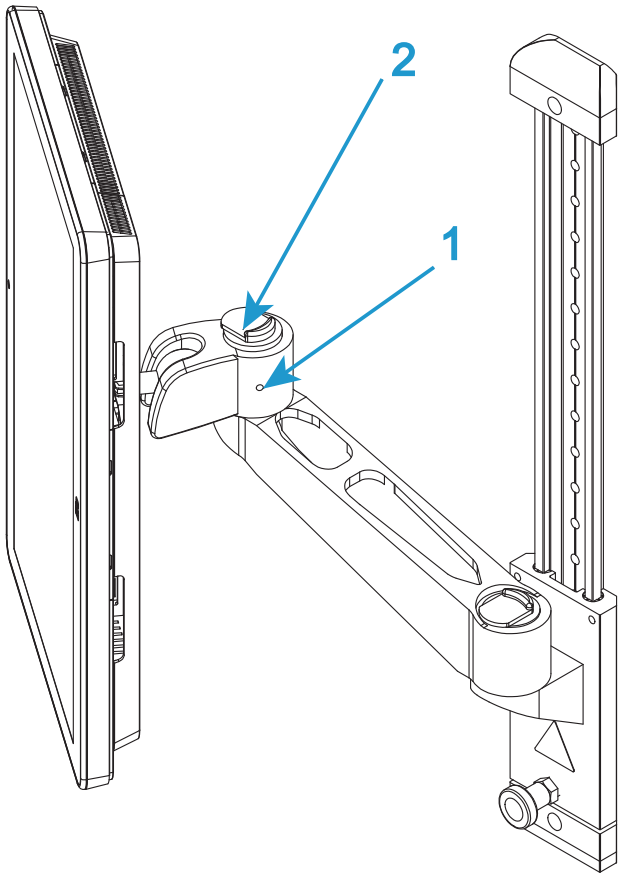
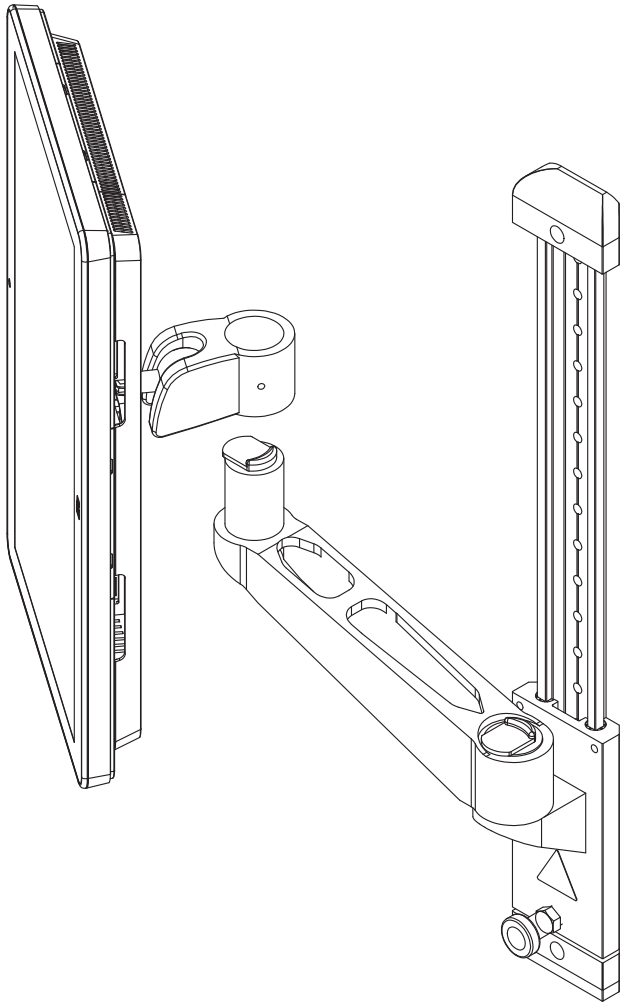

*图 12. 安装臂*
*图 13. 提起以取下*
3. 必要时，松开安装臂上 “ 肘部 ” 侧的固定螺钉 （第 45 页图 12 中的 1）。
4. 操作 “ 肘部 ” 顶部的松开机构（第 45 页图 12 中的 2），提起 Bluehill® 操作员控制面板 使其离开安装臂 ( 第 46 页图 13)。